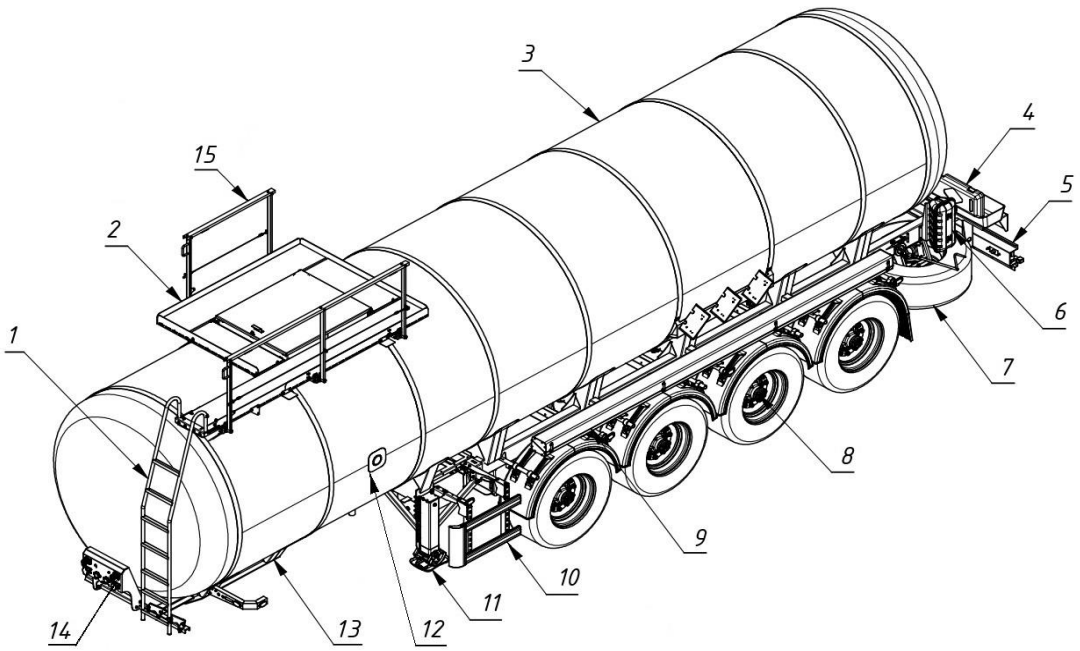

Рис. 2.3 - общий вид полуприцепа типа 928111 модификации 928111-02, 928111-03
- тип 928111 модификации 928111-02, 928111-03 рис. 2.3, 2.4, 2,5